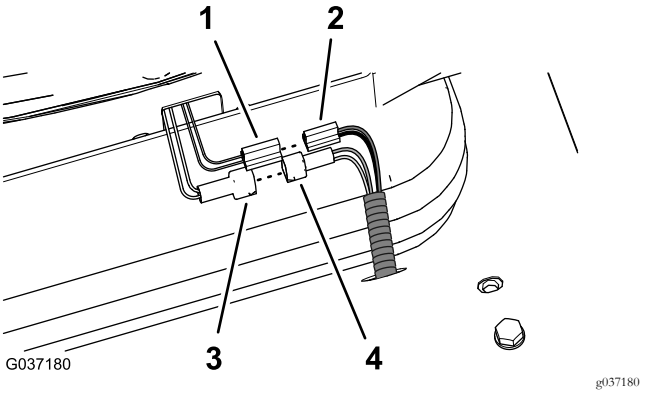

Figure 24
7. At the back of the seat, locate the 2-pin connector for the seat switch (yellow and grey wires) and connect it to the 2-socket connector of the relay harness (white and black wires) as shown in Figure 24.
3. Connect the 2-blade connector for the seat-air-suspension into the 2-socket connector (black and red wires) for the 350 cm (137-3/4 inches) kit wire harness; refer to Figure 24 in Connecting the Relay and Harness (Model 02750) (page 9).